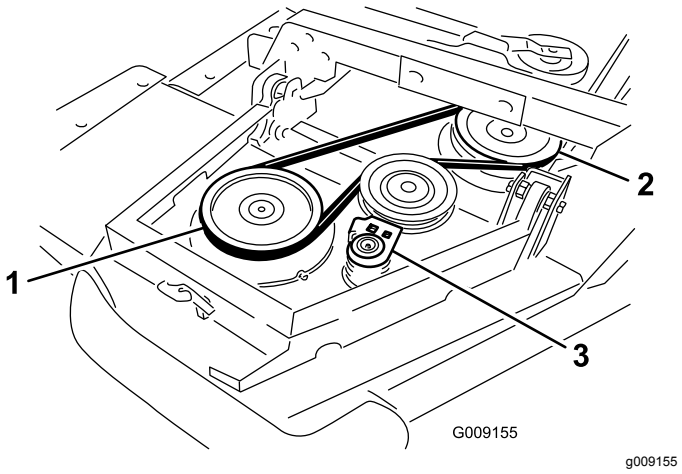

**Figur 5**
A. Vikl remmen om vingens spindelremskive og frontskjoldets spindelremskive (Figur 5).
B. Flyt styreremskiven væk fra remmene med en skraldenøgle eller et lignende stykke værktøj (Figur 5).